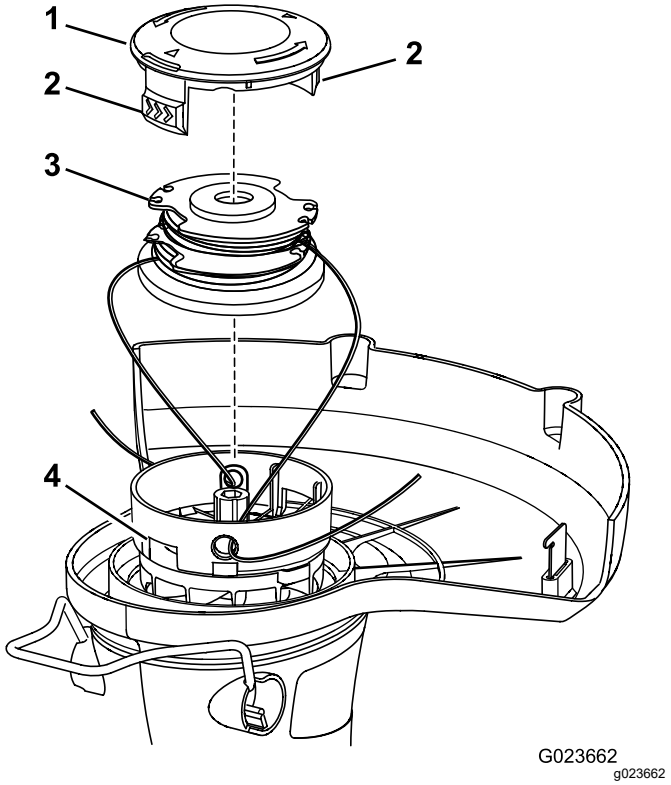

Figure 11
1. Appuyez sur les languettes de chaque côté du chapeau de fixation de la bobine (Figure 11).